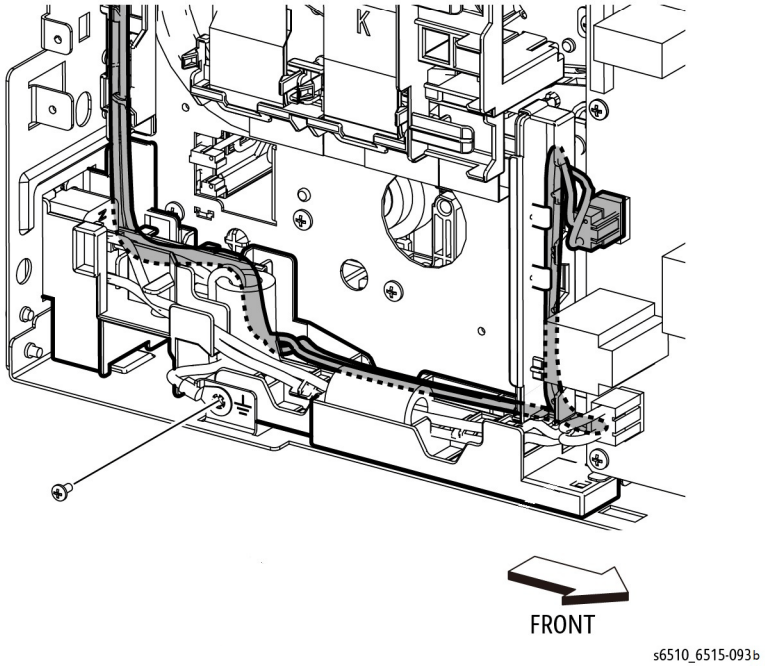

Figure 1 Release the AC Fuser and Ground Harnesses (SFP)
3. Refer to Figure 1 to release the AC Fuser Harness from the harness guide.
4. Refer to Figure 1 to remove the screw attaching the ground harness.